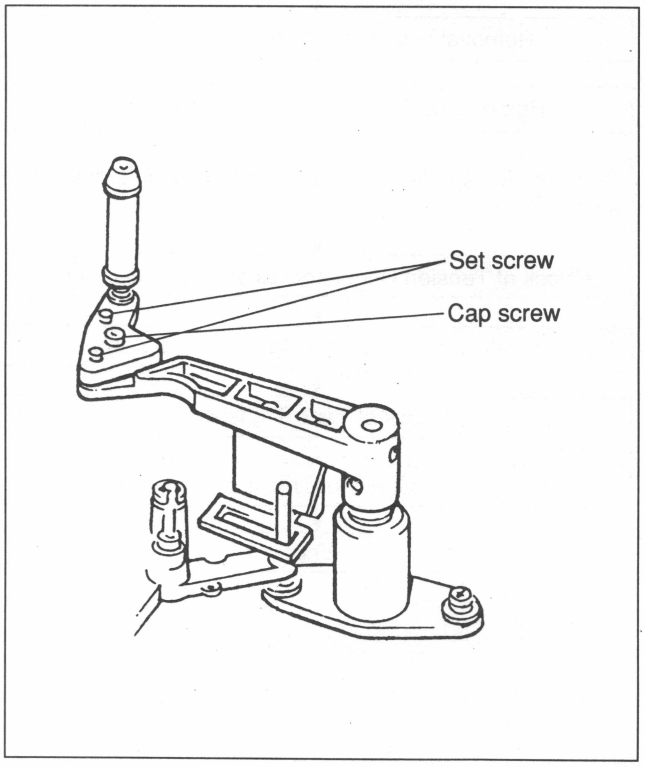

Fig.7-10-23 Apply Lock Paint
E. After completing replacement and adjustment on each part (Sections 7-10-1, 2, 3), be sure to apply lock paint to the heads of 3 screws shown in Fig. 7-10-23.